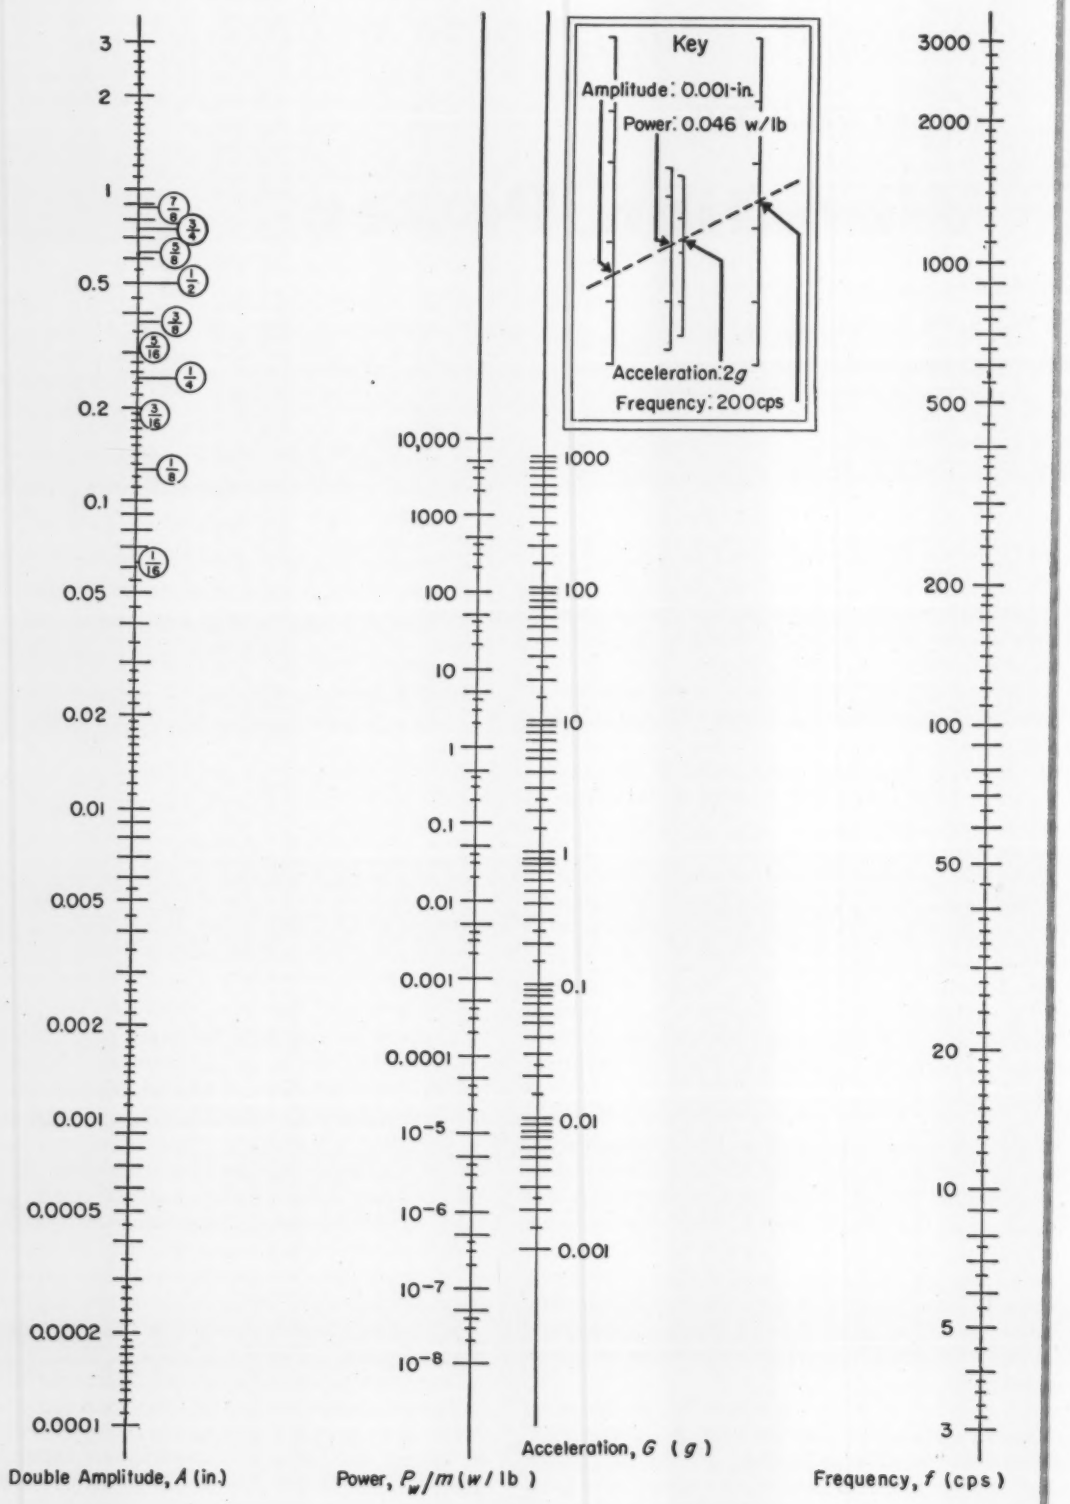

Fig. 1—Nomograph for evaluating vibration power.
The method outlined in this article is basically the same—except that energy or power is the second basic parameter. A vibration-power chart, Fig. 1, helps in analysis. The method is particularly worthwhile when the experimental approach is used, and it is well suited for analysis of electronics equipment to determine effect of vibration on electrical noise.
Basic Formulas: In the development of the basic nomograph, Fig. 1, several simplifying assumptions have been made. These are: (1) that
The power nomograph, Fig. 1, solves Equations 2 and 4, and also the function resulting when Equations 2 and 4 are combined. Any combination of A, f, P_w/m, or G, can be "inputted." In practice, of course, f and either A or G are usually the known factors; P_w/m is the unknown.